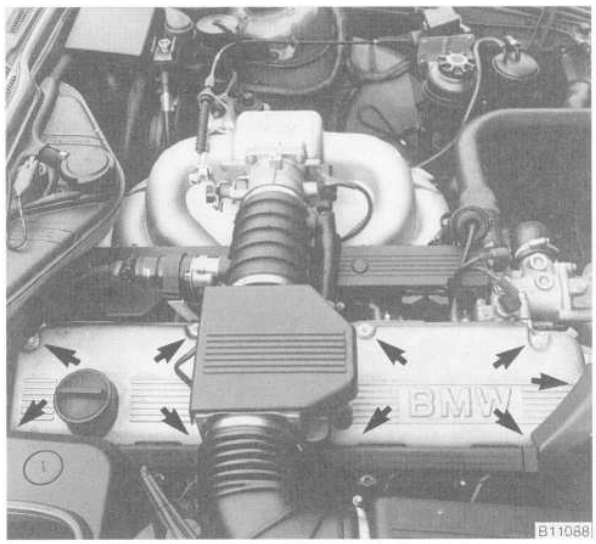

Fig. 6. Cylinder head cover fasteners (**arrows**).
4. Disconnect the breather hose from the cylinder head cover. Remove the nuts and bolts shown in Fig. 6. Lift off the cylinder head cover and its gasket.